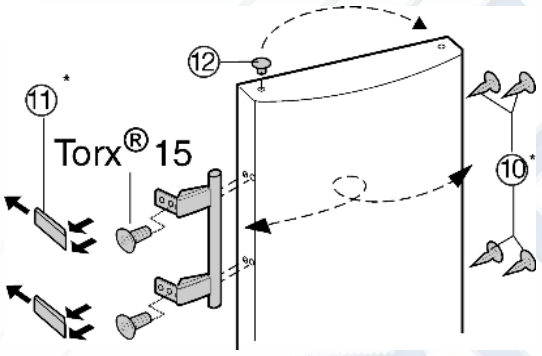

Fig. 6
- Извлеките пробку *Fig. 6 (12)* из опорной втулки дверцы и переставьте.
- Снимите и переставьте на противоположную сторону дверную ручку, пробку *Fig. 6 (10)* и прижимные пластины *Fig. 6 (11)*.